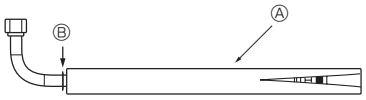
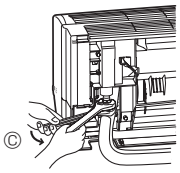

Fig. 3-8
Fig. 3-9
3. Dans le sens du retrait du raccord en L ④, faire un raccord rapide à l’ouverture évasée de l’appareil intérieur.
4. Serrer l’écrou évasé à l’aide d’une clé à fourche double. (Fig. 3-9)
1. Couper le raccord en L ④ à l’emplacement indiqué (Fig. 3-8).
2. Insérer l’écrou évasé retiré précédemment sur la partie droite du raccord en L ④ et évaser l’extrémité du tuyau.
5. Raccorder rapidement le raccord en L ④ traité en 2) à l’ouverture évasée de l’appareil intérieur.
6. Serrer l’écrou évasé à l’aide d’une clé à fourche double. (Fig. 3-9)